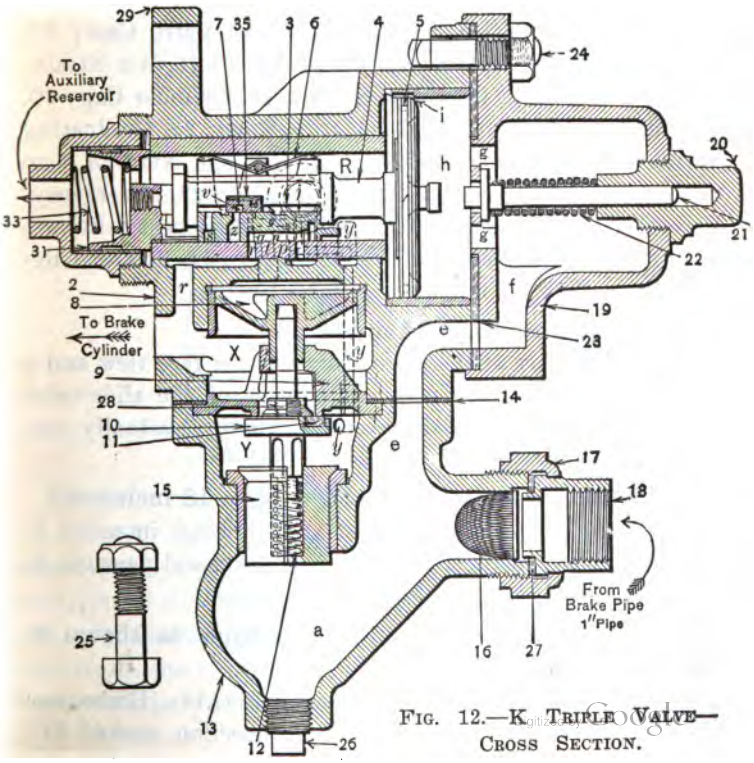

FIG. 12.—K TRIPLE VALVE—CROSS SECTION.
Q. What does Fig. 12 represent?